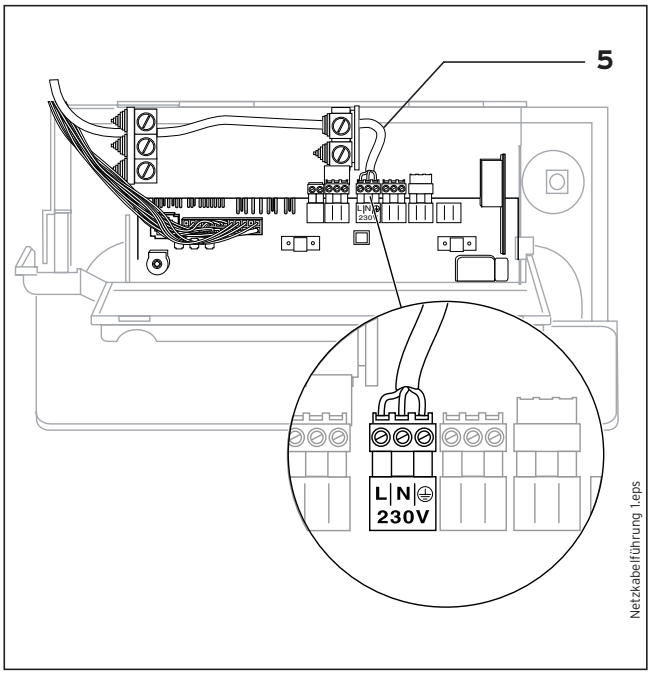

Rys. 4.9 Przykład prowadzenia przewodów
- Wprowadzić przewód sieciowy (**5**) do skrzynki elektronicznej i przyciąć na odpowiednią długość (rys. 4.9).
- Usunąć z końca przewodu izolację główną na długości ok. 2 – 3 cm, a następnie także z końców poszczególnych żył (p. rys. 4.9).
- Następnie wprowadzić przewód przewody do skrzynki elektronicznej i przyciąć na odpowiednią długość (rys. 4.9).